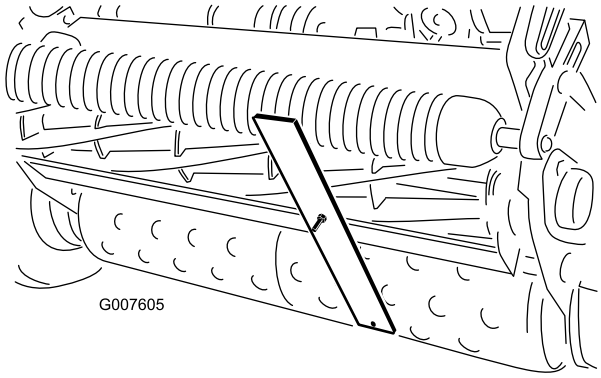

Rysunek 50
4. Zahacz łeb śruby o krawędź tnącą noża dolnego i oprzyj tylny koniec drążka na rolce tylnej (Rysunek 50).